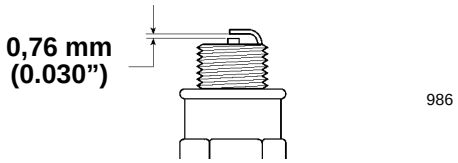

Afbeelding 27
5. Stel de elektrodenafstand in op 0,76 mm (0.030”) (Afb. 27).